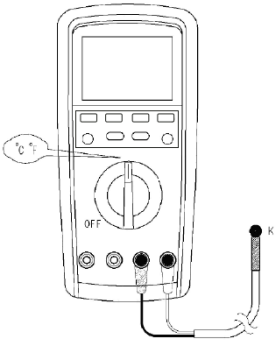

Рис. 9 Измерение температуры
7.8 Измерение температуры (см. рис. 9)